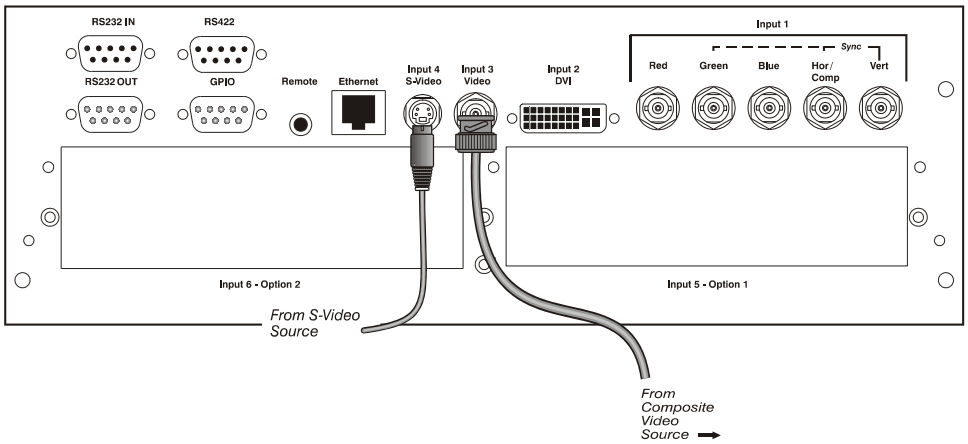

Figure 2.9.Connecting Composite or S-Video sources
▶ **INPUT 3** and **INPUT 4** provide simultaneous connection of both a composite video source (**INPUT 3**) and an S-Video source (**INPUT 4**). See Figure 2.9.